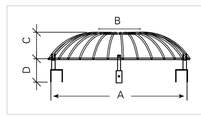

FIG. 2 Dimensions of Type 2 Hynds Scruffy Dome (see table).
- The type 2 debris screen has a lower height profile making it less noticeable in areas such as parks and gardens. Suitable for manholes with a diameter of 600 mm or larger. *(Refer to figure 2.)*